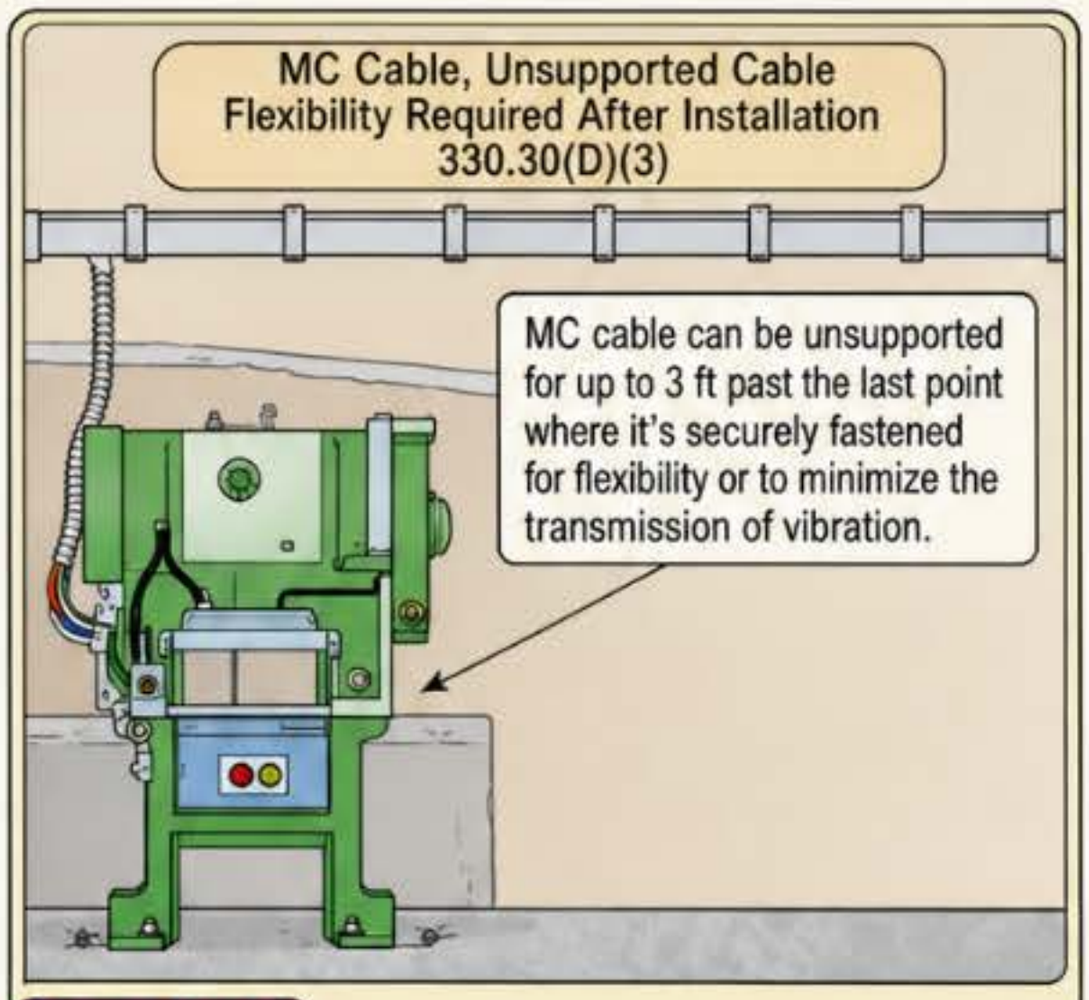

Figure 330–15
▶ Figure 330–14
▶ Figure 330–15